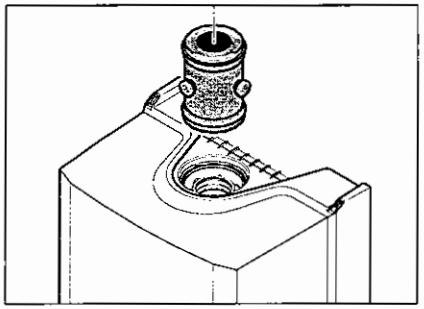

afb. 12 Verticale aansluiting rookgasafvoerbuis
- Monteer de verticale rookgasafvoerbuis op de rookgasadapter (afb. 12).